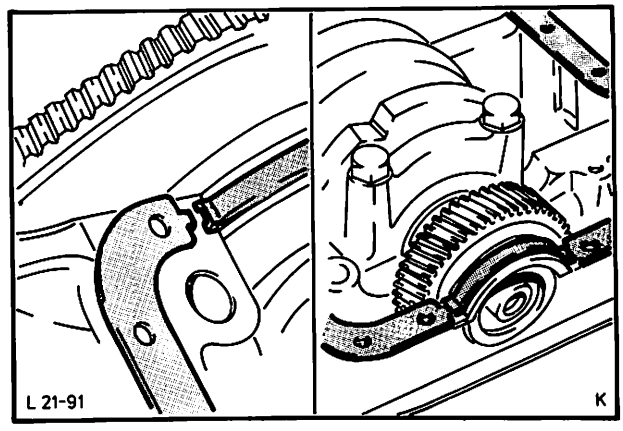

Abb. 124 Ölwannendichtung montieren
56. Gummidichtung in die Nut des hinteren Hauptlagerdeckels und in den Stirndeckel einsetzen. Zylinderblockdichtfläche am Stoß des Stirndeckels mit Dichtmasse bestreichen. Ölwannendichtung auflegen und die Nasen der Korkdichtung unter die Aussparung in der Gummidichtung schieben, Abb. 124.